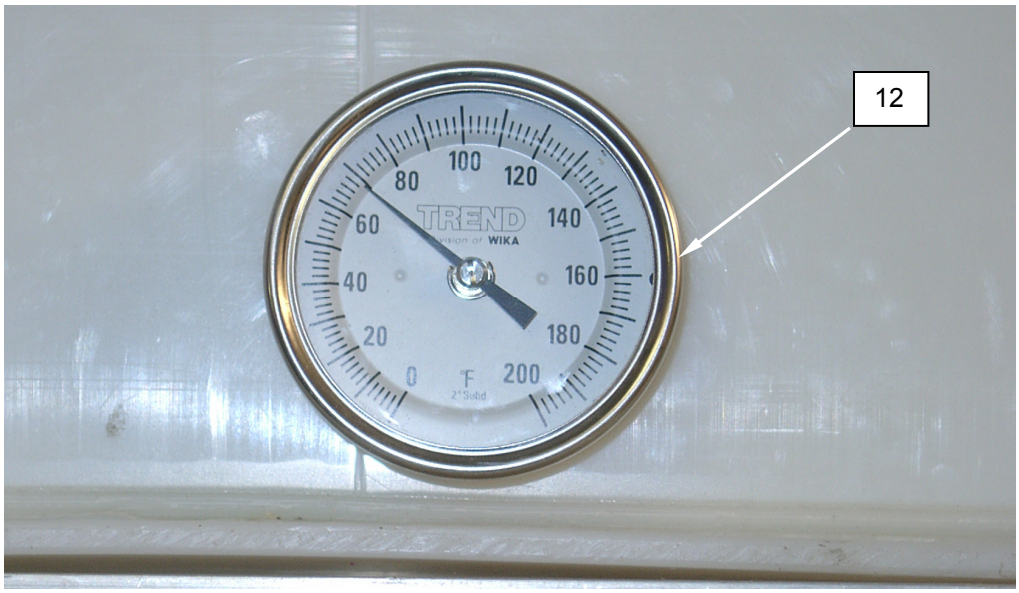

Figure 4. Replace the Reuse Water Temperature Gauge.
2. Unscrew gauge **(Figure 4, Item 12)** from tank.
3. Apply pipe sealant or antisieze tape to threads of replacement gauge **(Figure 4, Item 12)**.
4. Install replacement gauge **(Figure 4, Item 12)**, ensuring the gauge is both tight and correctly oriented.